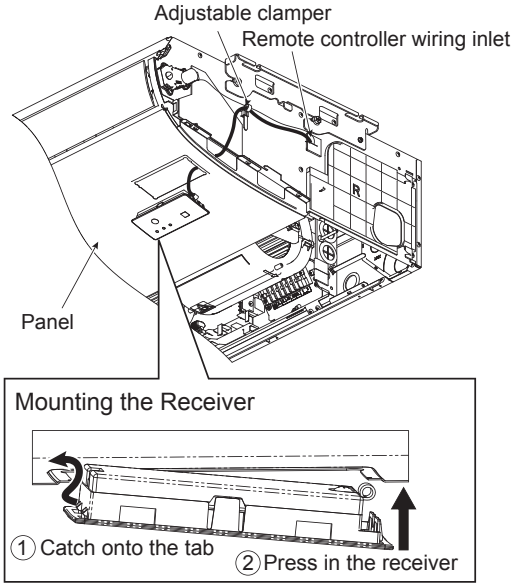
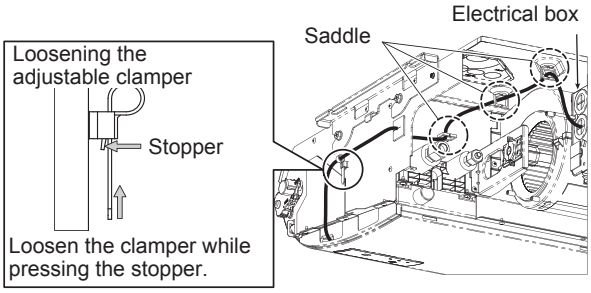

Fig. 3-2-3
Fig. 3-2-4
(3) Route the remote controller wiring through the panel, and mount the receiver into the panel holes. (Fig. 3-2-3)
(4) Route the remote controller wiring through the adjustable clamper, and draw in the wire from the remote controller wiring inlet to the inside of the indoor unit. (Fig. 3-2-3) (See Fig. 3-2-4 for how to loosen the adjustable clamper.)
(5) Route the remote controller wiring through the three saddles, and draw the wire into the electrical box. (Fig. 3-2-4)